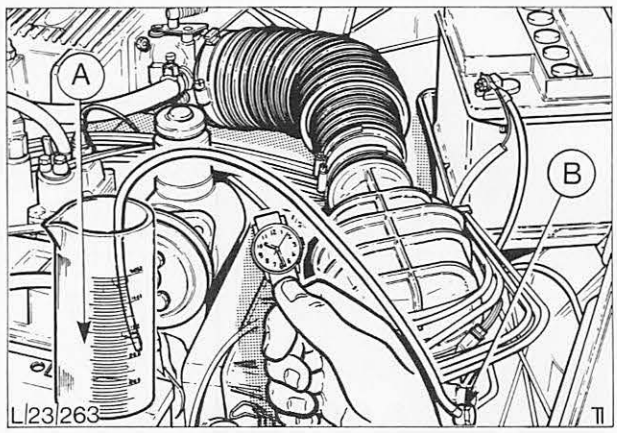

Abb. 48 Kraftstoffpumpenleistung prüfen
d) Zündung für genau 30 Sekunden einschalten und die geförderte Kraftstoffmenge messen, Abb. 48, (siehe Technische Daten).